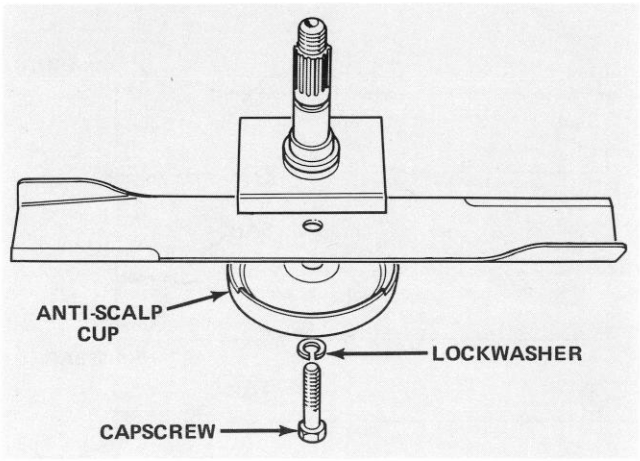

Figure 29
2. Grasp end of blade using a rag or thickly padded glove. Remove capscrew, lockwasher, anti-scalp cup and blade from spindle shaft (Fig. 29).